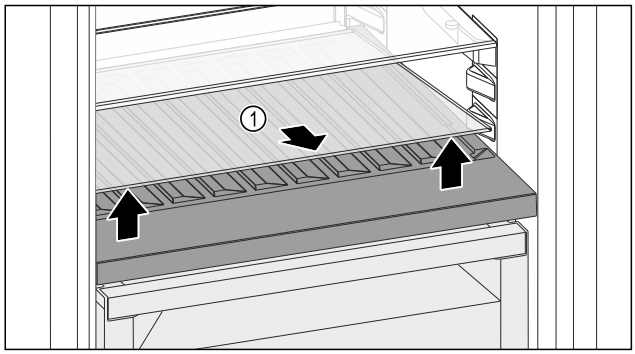

Fig. 113
▶ Lift the glass shelf *Fig. 113 (1)* at the front and remove.
▶ Store the glass shelf *Fig. 113 (1)* in a safe place outside the appliance.